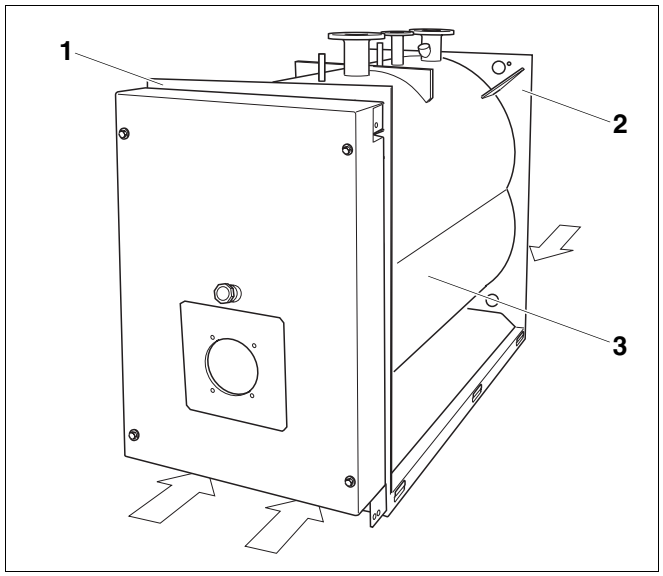

Rys. 3 Transport korpusu kotła wózkiem widłowym/wózkiem podnośnym
- Wprowadzić widły wózka pod przednią (rys. 3, **poz. 1**) i tylną (rys. 3, **poz. 2**) ściankę kotła.
- Wsunąć po jednym wózku podnośnym pod przednią i tylną ściankę kotła (rys. 3, strona 15).